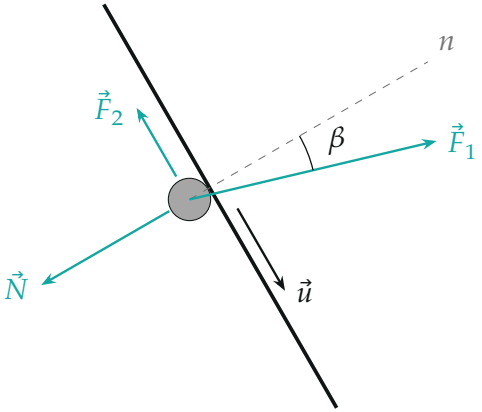

Рис. 3. Установившееся скольжение: сила $\vec{F}_1$ повёрнута к нормали на угол β, её проекция на перекладину уравновешена трением $\vec{F}_2 = \mu_2\vec{N}$
5. Силы в установившемся режиме. Сила трения ленты $F_1 = \mu_1 mg$ направлена вдоль $\vec{v}_{отн}$, то есть под углом β к нормали (рис. 3). Второй закон Ньютона для изделия в проекциях: